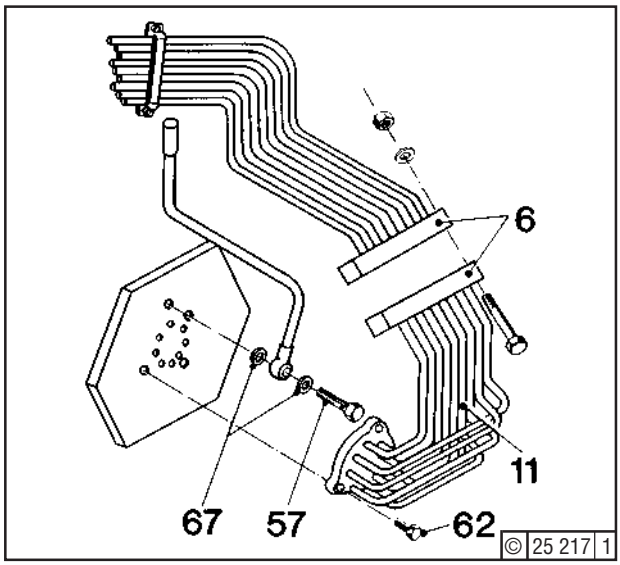
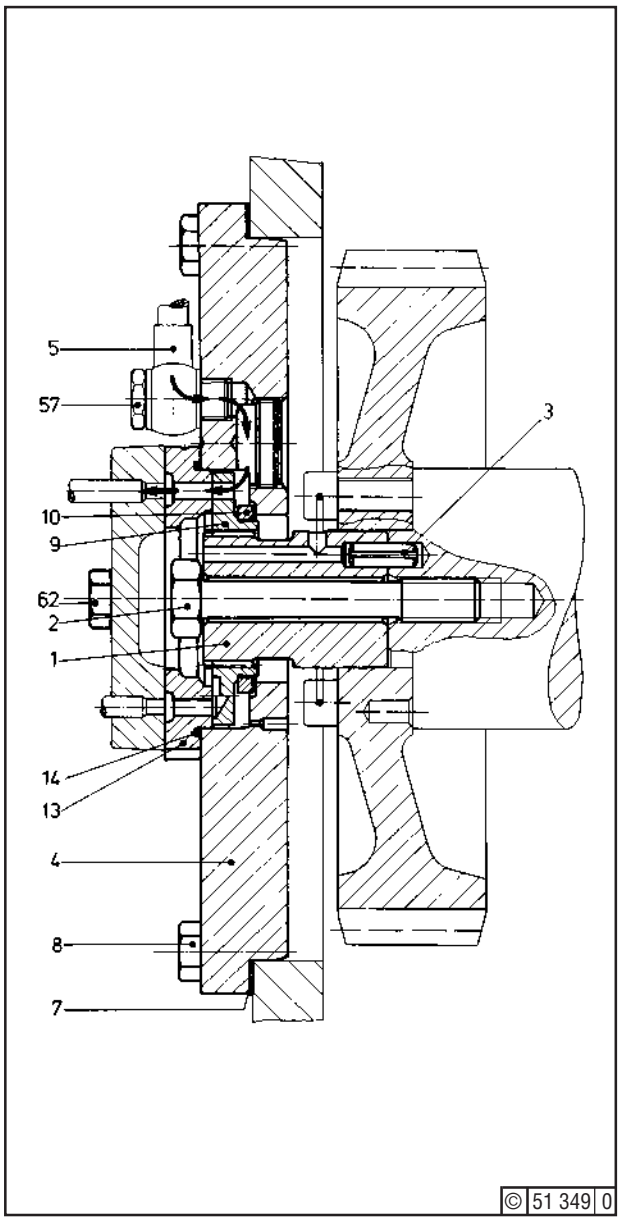

Fig. 1
Fig. 2
Check that no lubricant or dirt is present between seal (31) and backing ring (30), or between impeller (5) and shaft (32). Insert impeller (5), located by dowel sleeve (35). Install O-seal (33). Mount impeller (5) with stop (21) - Fig. 2 - (see ”Removing the Pump”). Tighten fastening nut as per Section 3.5, item 19.
The control disc (9) - Fig. 2 - contacts the distributor ring (13) only during the starting procedure. Ring (10) seals off the air passage to the crankcase. At the end of the starting procedure, control disc (9) runs free.
Undo coupling (6) - Fig. 1 -. Unscrew hex. bolts (62) and take off nest of tubes (11). Pull off distributor ring (13) - Fig. 2 - and withdraw control disc (9) along with ring (10).
Check control disc (9) and ring (10) for easy movement. Check O-seal (14) in distributor ring (13), renewing if necessary. Place distributor ring (13) in position so that punch mark (18) on cover (4) coincides with notch (19) in distributor ring (13) - see Fig. 3 -. Secure nest of tubes (11) - Fig. 1 - by means of hex. bolts (62). Connect coupling (6).
Undo coupling (6). Unscrew hex. bolts (62) and take off nest of tubes (11). Pull off distributor ring (13) - Fig. 2 - and withdraw control disc (9) along with ring (10). Screw out banjo bolt (57) and remove pipe (5). Undo hex. bolts (8). Take off cover (4) along with gasket (7).
Install control disc (9) along with ring (10) so that the punch mark (16) on the control disc (9) coincides with the hole (17) in shaft (1). Fit distributor ring (13) with O-seal (14) so that punch mark (18) on cover 4 coincides with notch (19) in distributor ring (13). Position nest of tubes (1) and secure by hex. bolts (62) - Fig. 1 -. Connect coupling (6). Upon completion of the work, start engine several times with compressed air, checking for perfect function and air-tightness of the starting pilot air distributor.